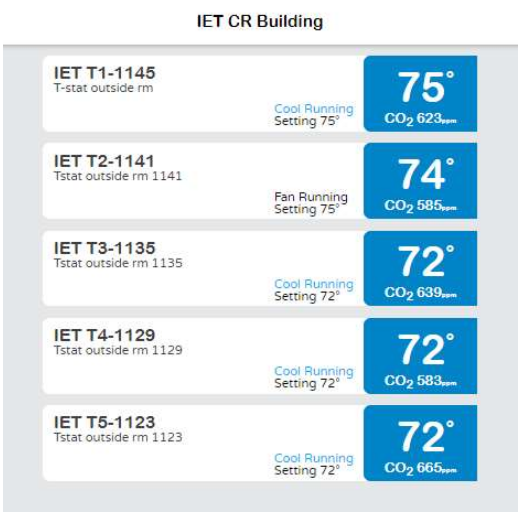

Figure 3: Sample Building Dashboard
- See Figure 3 for an example: